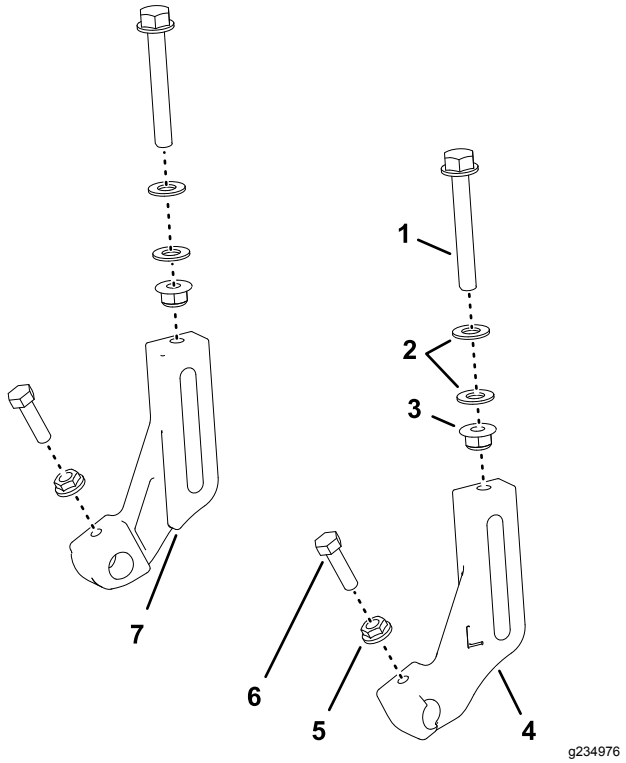

Figur 5
1. Monter to klippehøydeskruer (⅜ x 2¾ tomme), fire skiver (5/16 tomme) og to flenslåsemuttere (⅜ tomme). Se Figur 5.
2. Skru klippehøydeskruen løst inn på venstre og høyre brakett for høy klippehøyde (Figur 5).
3. Monter løst en bolt (5/16 x 1⅛ tomme) og taggete flensmutter (5/16 tomme) på hver valsestøtte for brakett for høy klippehøyde (Figur 5).